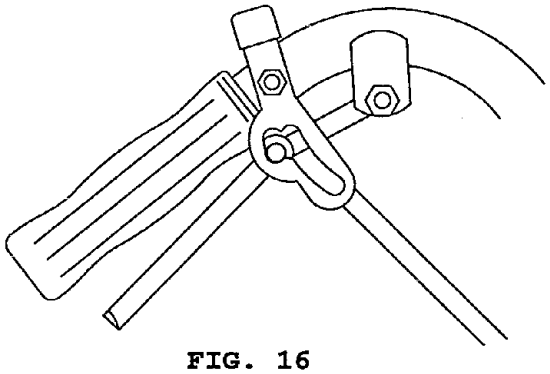

FIG. 16
1. With rear of machine still on jack stands and engine running at full throttle, move the speed control lever to the midway position. Move the respective drive lever upward until it reaches the ***neutral*** position and engage neutral lock latches. See Fig. 16. If the tire rotates in either direction, the length of the drive lever link will need to be adjusted.